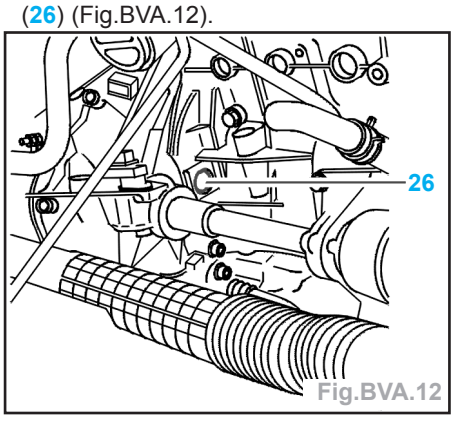

Fig.BVA.12
- Mettre en place la pige d'accostage [1] (**ref. 338A**).
- Faire coïncider la pige d'accostage [1] avec la tôle d'entraînement et l'ouverture (26) (Fig.BVA.12).